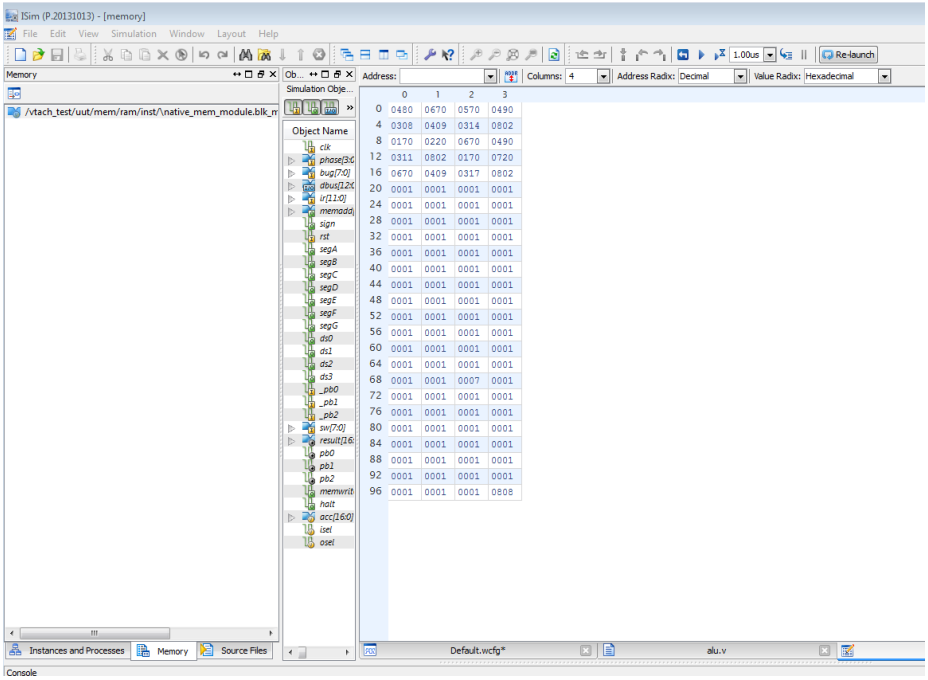

Figure 5-28 *Memory display*
8. Select the memory tab, double-click the block memory link, and you will see the contents of your memory, which includes your program and data (location 70)—see Figure 5-28.